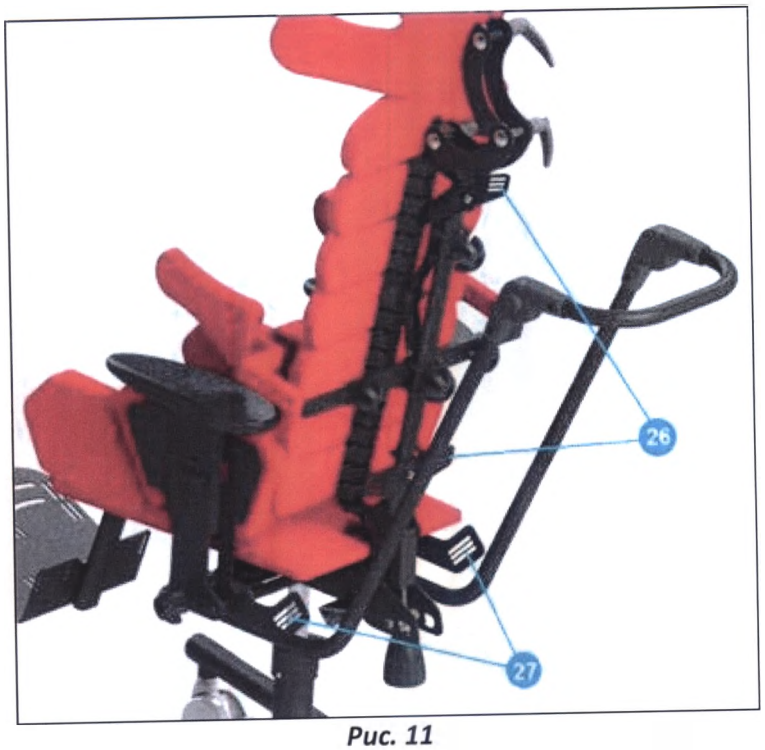

Рис. 11
8.3 Установка и регулировка ремня-жилета, абдукторных ремней и пятиточечных ремней *Рис. 11*